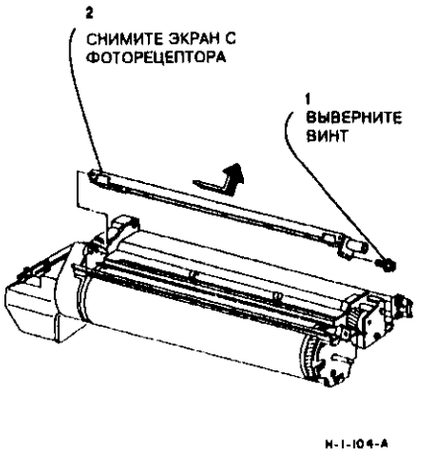

Рисунок 5. Снятие скоротрона заряда
17. (Рисунок 5) Снимите узел скоротрона заряда с копи-картриджа.